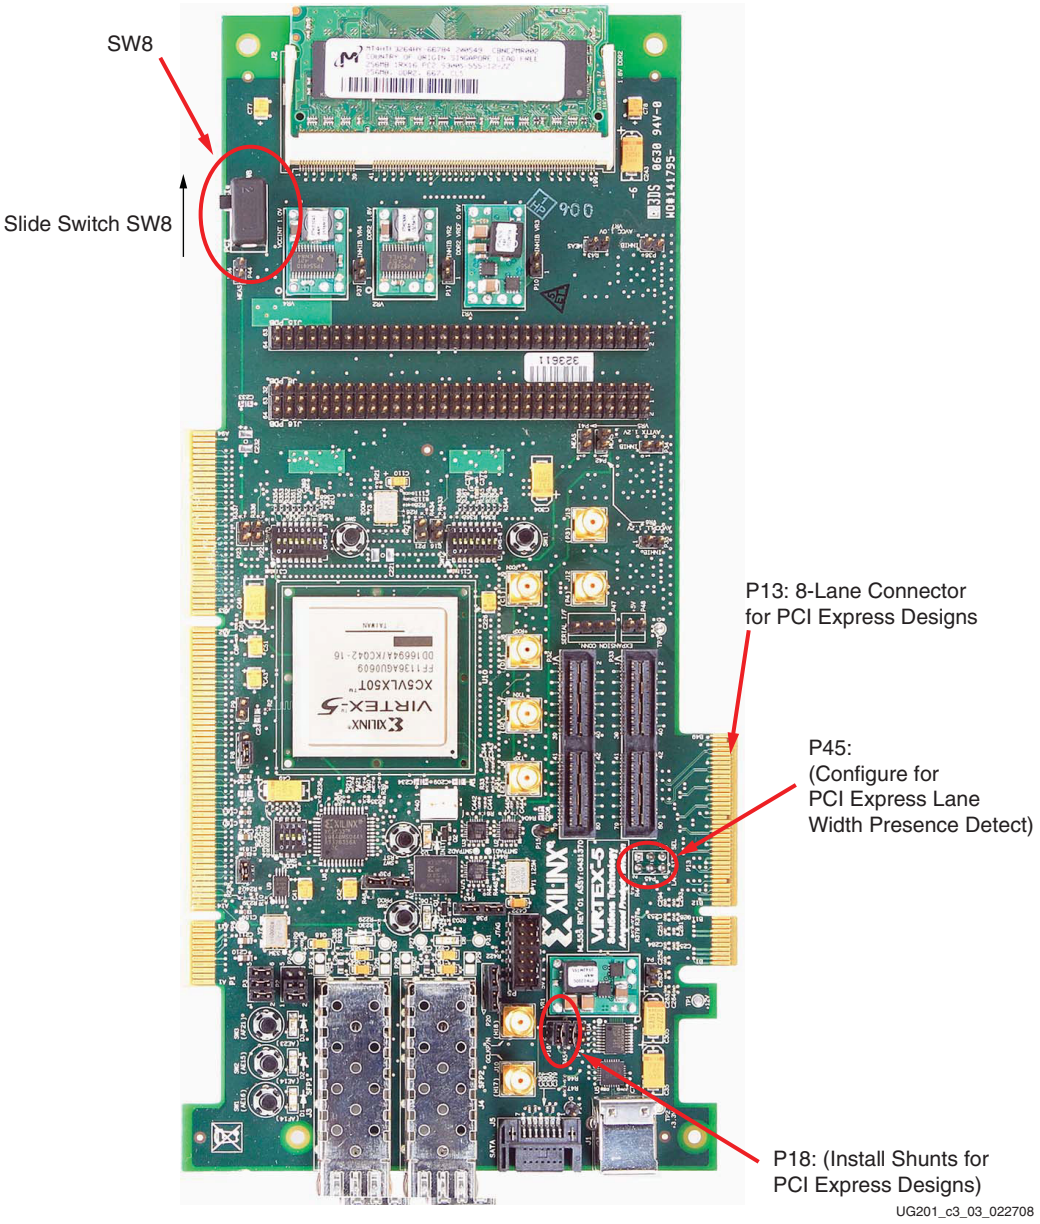

Figure 3-3: **Connector and Power Management Headers for PCI Express Designs**
Figure 3-3 shows the location of the edge connector and power management headers for PCI Express systems.
2. See Figure 3-3, page 23 for the location of configuration header P45.